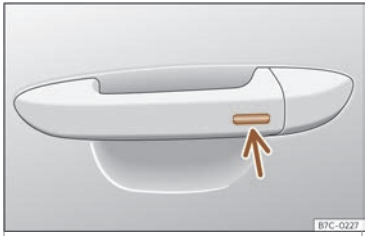

Fig. 86 Asa da porta:superficie sensora.
- Durante uns segundos, manteña un dedo na superficie sensora de bloqueo››› **fig. 86** (frecha) da asa da porta para pechar o teito. Se deixa de tocar a superficie sensora, interrómpese a función de peche.